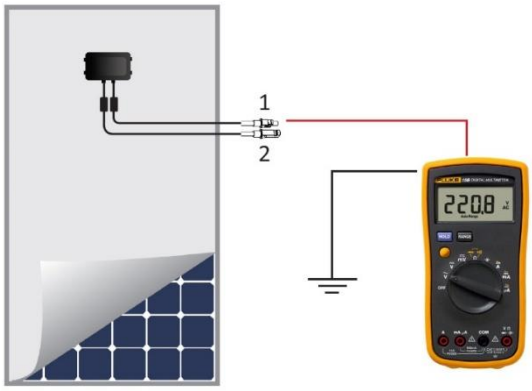

Figure 5 : Connexion du testeur d'isolement au module
h. Connectez l'un des câbles d'entrée du module à la sonde positive du testeur d'isolement et connectez la sonde négative du testeur d'isolation à un point de masse. (voir la figure 5).